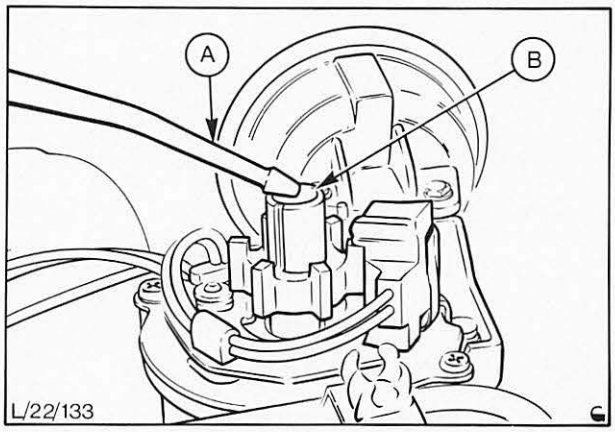

Abb. 22 Filz im Verteilernocken mit Öl benetzen
5. Filzstück am Verteilernocken mit zwei Tropfen Motoröl benetzen, Abb. 22.